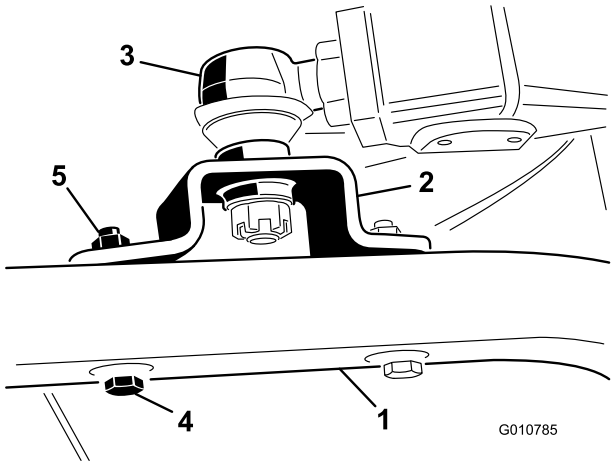

Figur 6
4. Fastgør kugleledsbeslagene til hver styrehjulsarm med 2 maskinskruer (7/16 x 3 tommer) og flangemøtrikker (7/16 tommer) (Figur 6).
5. Stram den store kontramøtrik, der fastholder kugleleddet til løftearmen (Figur 6).